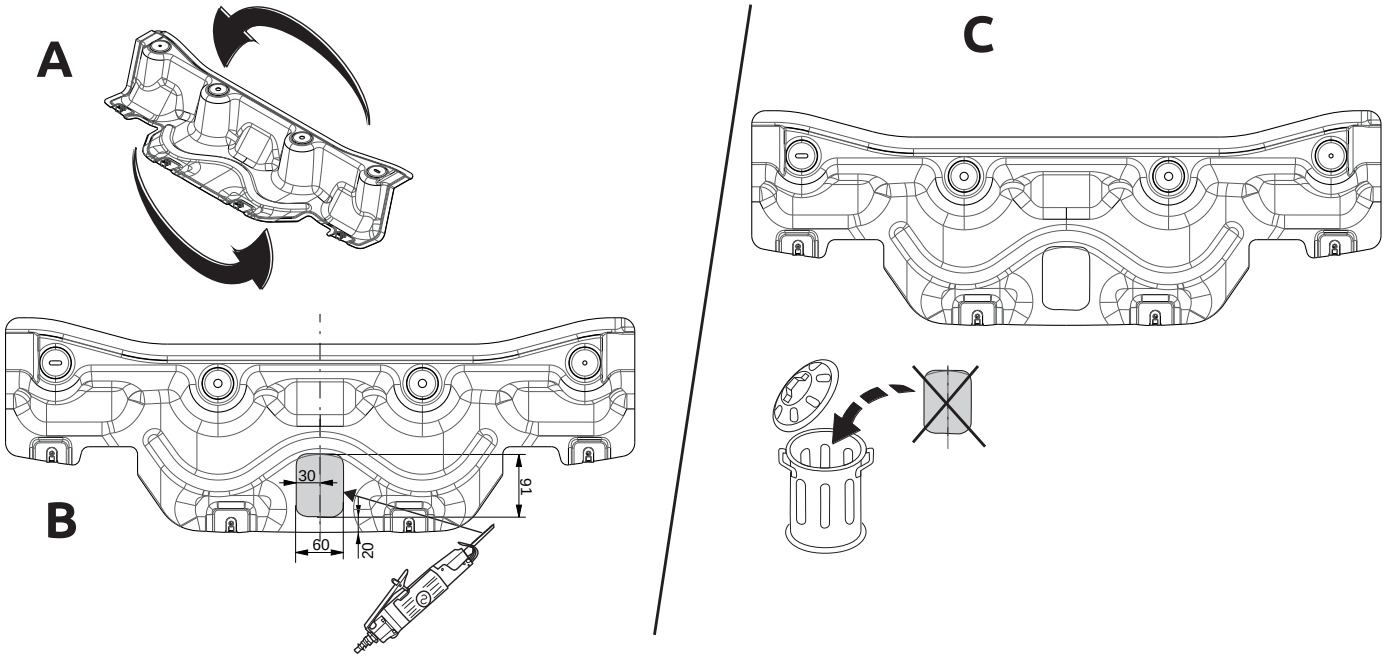

Fig. 2
7. **Gran Tourer:** Saw a portion out of the cover plate as shown in figure 2.
7. **Gran Tourer:** Gemäß Abb. 2 einen Teil aus der Abdeckplatte heraussägen.
7. **Gran Tourer:** Scier une partie de la plaque de protection conformément à la figure 2.